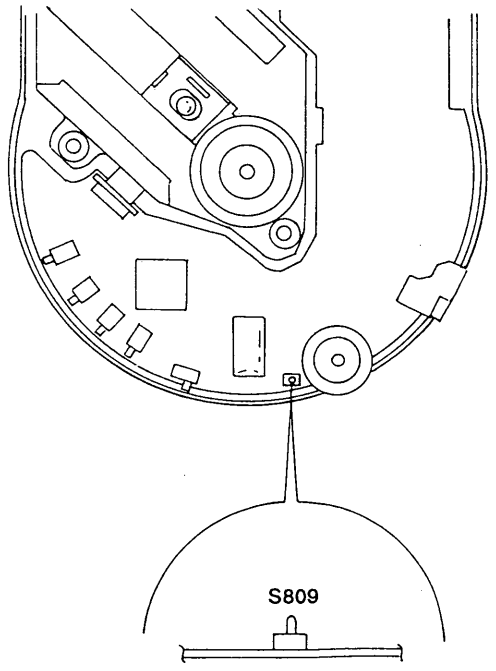

Fig. 1 Method to push the S809
2. Push the S809 as shown in Fig. 1.